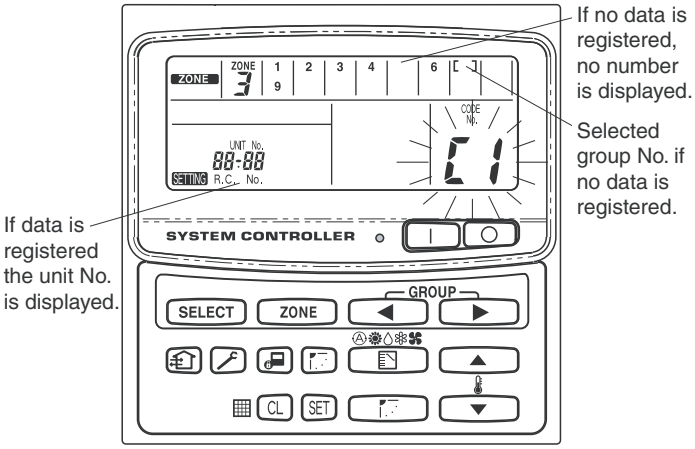

Fig. 3-81
(2) After confirming that CODE No. C1 is displayed, press the [SET] button. Once in this mode, a change takes place as Fig. 3-81.
(3) Select the zone and group No. which you want to set with [ZONE] and [◀] [▶] (GROUP) buttons.